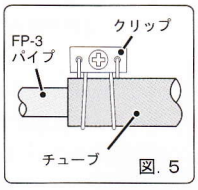

図. 5
| ⚠ 警 告 | ・FP-3のインレットパイプ、アウトレットパイプは固定式です。絶対にパイプの方向を変えたり、曲げたりしないで下さい。パイプやパイプの接続部を損傷し、ガソリンが洩れて火災の原因になります。・アウトレット及びインレットパイプとチューブの接続部はクリップを使用して抜けないように確実に固定して下さい(図. 5)。抜けるとガソリンが洩れ、火災の原因になります。 |
① FP-3のインレット及びアウトレットパイプは外径6.5mmです。これに接続するチューブは内径6mmの燃料専用チューブをご使用下さい。既存のチューブの内径が異なる場合は、異径ジョイントを使用して接続して下さい。
② チューブをアウトレット及びインレットパイプから抜けないように、クリップ等で確実に固定して下さい(図. 5)。チューブの配管は高温になる機器や、作動機器の付近を避けて行なって下さい。